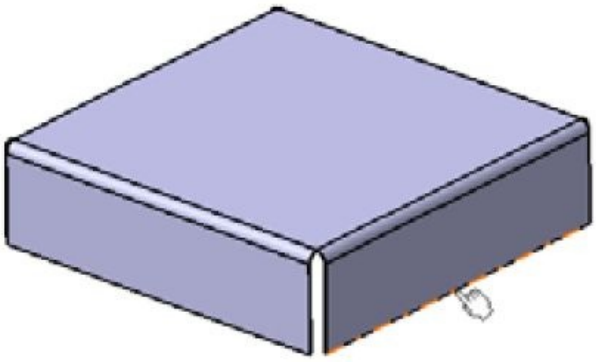

Figure 15-163 *Selecting the edge for creating the wall on the flange*
2. Select an edge of the flange, as shown in Figure 15-163.